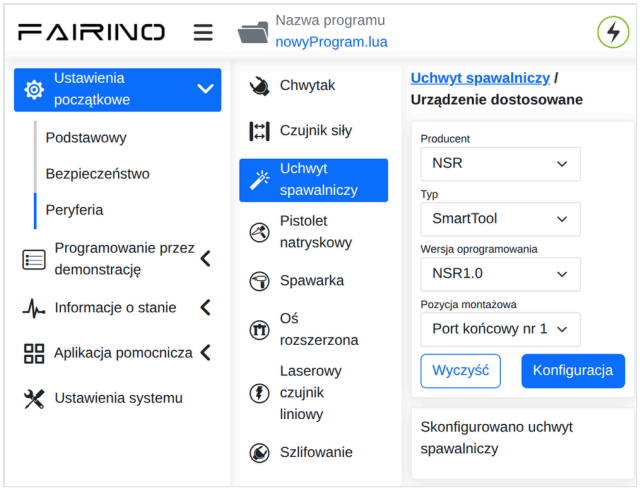

Rys. 7. Uchwyt spawalniczy → Urządzenie dostosowane: SmartTool skonfigurowany.
Otwórz **Ustawienia początkowe → Peryferia → Uchwyt spawalniczy → Urządzenie dostosowane** *(Initial → Peripheral → Welding Handle → Adapted Device)*. Tak panel nazywa ustawienia SmartToola; nie chodzi tu o palnik. Zrzuty na rys. 7 i 8 pochodzą z oprogramowania 4.0 z polskim panelem. Menu w 3.9.9 jest takie samo (instrukcja 02).
1. Ustaw: **Producent** NSR, **Typ** SmartTool, **Wersja oprogramowania** NSR1.0, **Pozycja montażowa** Port końcowy nr 1. Kliknij **Konfiguracja** (górny przycisk). Pojawi się napis „Skonfigurowano uchwyt spawalniczy” (rys. 7).
> **Zachowaj program.** Nazwę otwartego programu panel pokazuje u góry ekranu (Nazwa programu, rys. 7). Żeby użyć programu później, zapisz go w panelu pod własną nazwą (Zapisz jako, instrukcja 02, rozdział 7), zanim zaczniesz kolejny program przyciskiem A. Zapisany program otworzysz jak każdy inny w Programowanie programu.